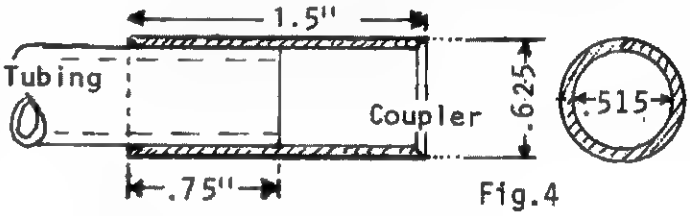

Fig.4
4. Construct two couplers (3 for 6 ft version) as shown in Fig.4.
-Final Assembly (Fig.4)